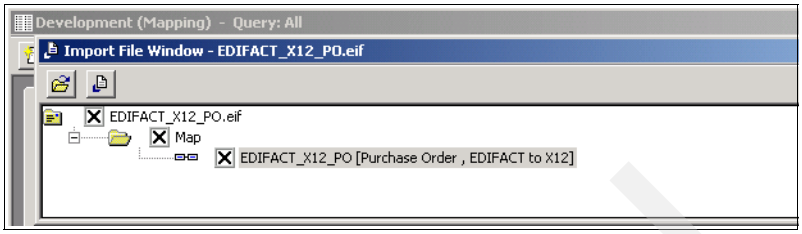

Figure 21-3 Loading the sample map into the DIS client database
b. In the Import File Window (Figure 21-3 on page 734), select the map.